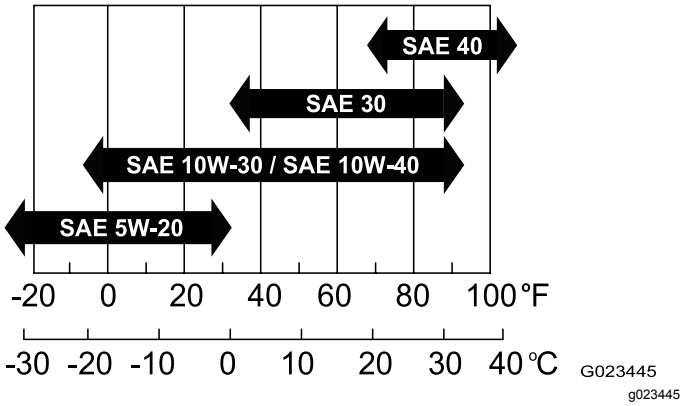

Figur 13
- **Viskositet:** SAE 30; se følgende skema med oplysninger om andre viskositeter (Figur 13):